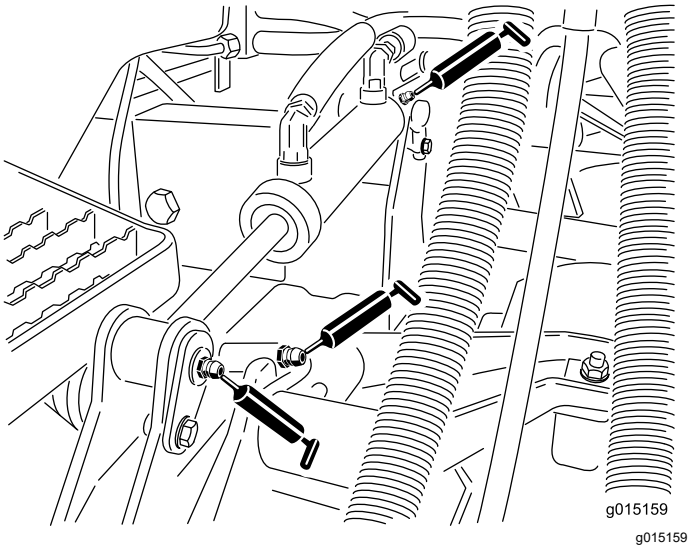

**Figur 82**
- Løftearmhylsene (én per klippeenhet) (Figur 82)
- Løftesylinderhylsene (to per klippeenhet) (Figur 82)